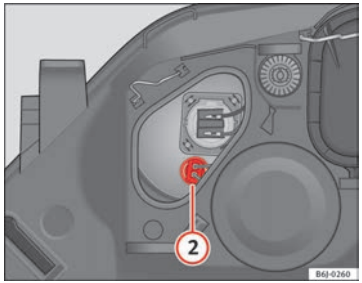

Fig. 153 Side lights ▶
– Remove connector ⇒ Fig. 153 (2) by pulling outward.